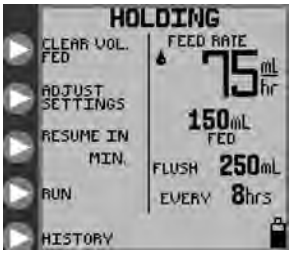

Рисунок 18A. Параметры режима HOLDING (ПАУЗА), непрерывный режим подачи питания
- экраны **HOLDING (ПАУЗА)** (рис. 18A).
Существует пять доступных параметров в режиме **HOLDING (ПАУЗА)** (см. рис. 18A и 18B).